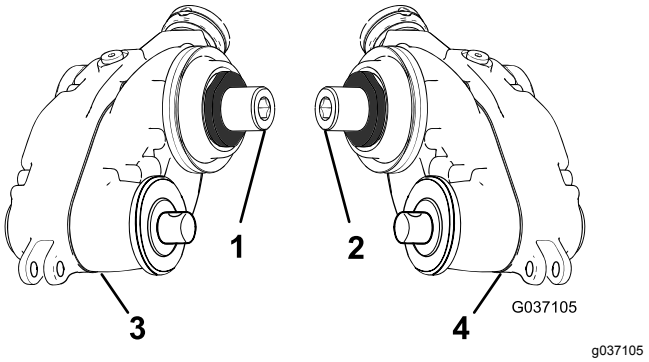

Рисунок 7
1. Определите левый и правый блоки привода механической щетки; см. Рисунок 7.